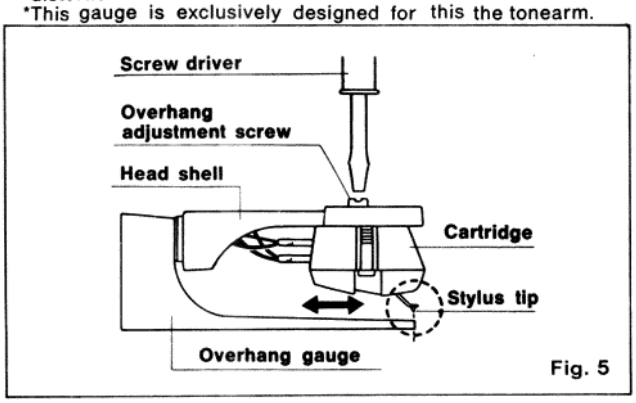

Fig. 5
❹INSTALLATION OF THE CARTRIDGE
*Insert the head shell into the gauge. (See Fig. 5)